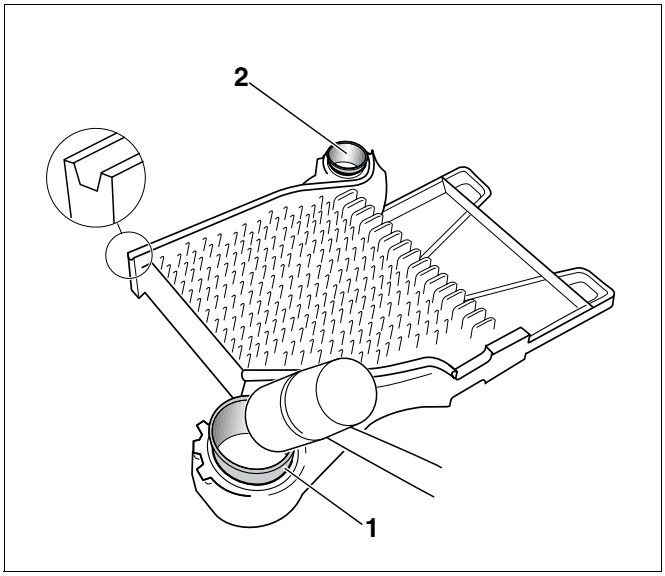

Рис. 8 Установка ниппеля
- Вставить ниппели (рис. 8, **поз. 1** и **2**) в ступицы конечной секции и забить их молотком сильными ударами крест-накрест.
- После забивания верхний (рис. 8, **поз. 1**) и нижний (рис. 8, **поз. 2**) ниппели должны выступать из ступицы примерно на 30 мм.
- При образовании заусенцев на ниппелях (рис. 8, **поз. 1** и **2**) удалить их напильником.